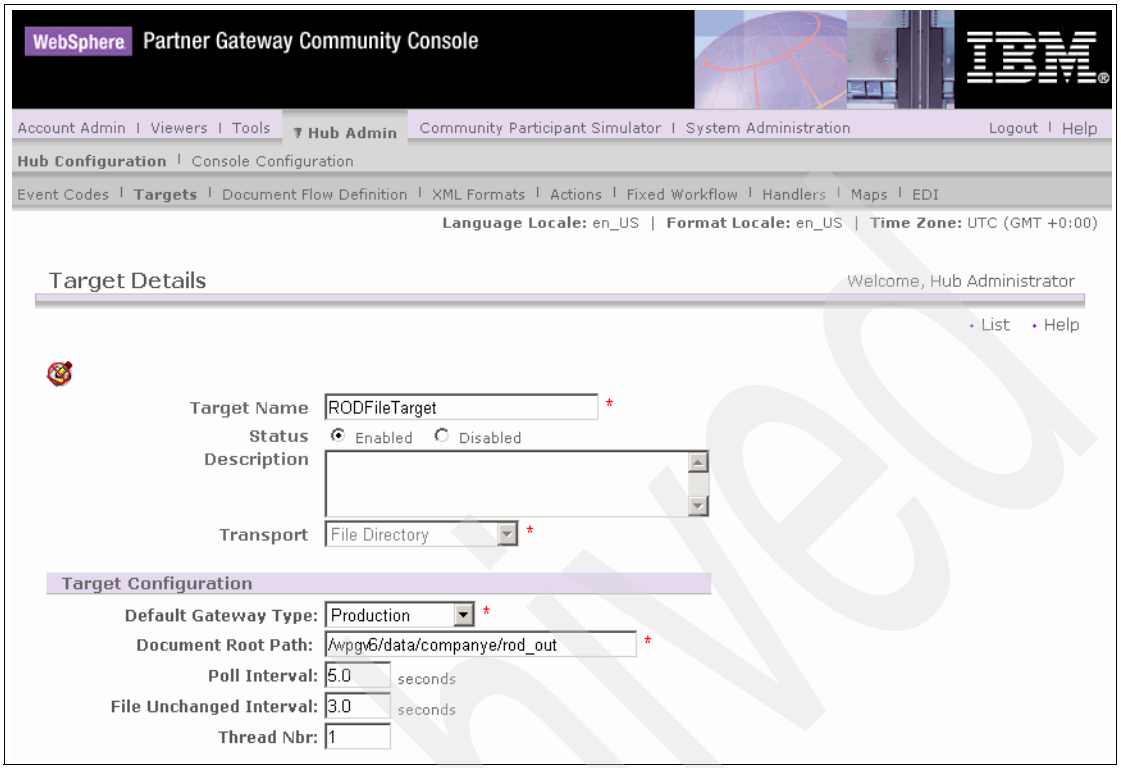

Figure 15-61 Creating a file directory target for ROD (1 of 2)
3. In the Target Details window enter the details as shown in Figure 15-61 on page 517.